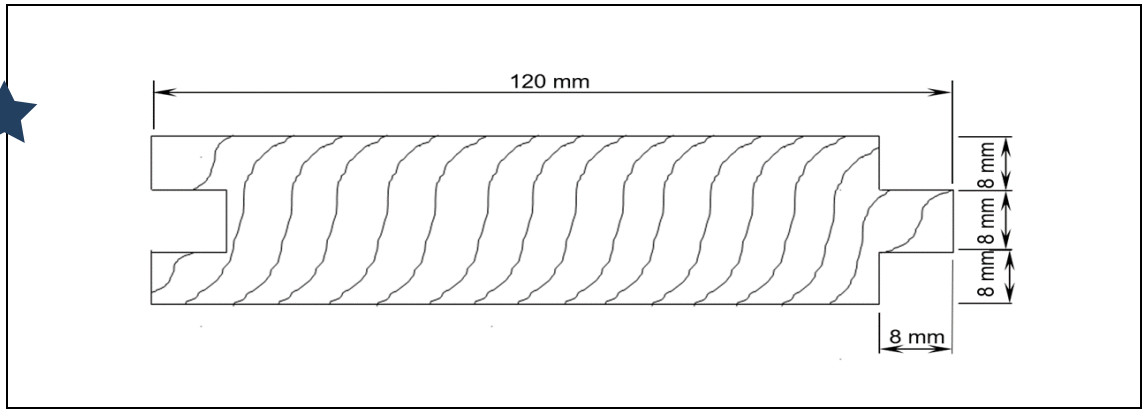

FIGUUR 1
3.1 FIGUUR 1 hier onder toon 'n dwarsdeursneeaansig van 'n tong-en-groef-plank wat vir die installasie van 'n hanghoutvloer gebruik moet word. Die lengte van een vloerplank is 1,8 m en dit moet geïnstalleer word in 'n kamer wat 5,4 m lank en 3,36 m breed is. Die vloerbalke (415 mm uitmekaar gespasieer) met 'n maksimum lengte van 3,36 m rus op twee voetbalke wat 5,4 m lank is. Die vloerbalke word in die middel deur 'n 110 mm-moerbalkmuur ('sleeper wall') ondersteun.